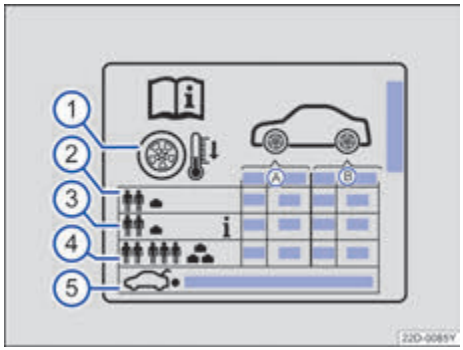

图 159 胎压标签上的图标
胎压标签上的数据 → 图 159：
根据车型的不同，胎压标签上可能包含舒适轮胎压力→ 图 159 ③。该舒适轮胎压力可提高行驶的舒适度。用舒适轮胎压力行驶时，燃料消耗可能会升高。